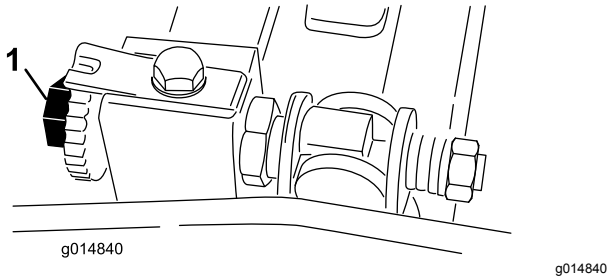

Figuur 52
3. Draai de messenkooi zodanig dat een mes de rand van het ondermes kruist tussen de eerste en de tweede schroefkop van het ondermes aan de rechterkant van de maai-eenheid (Figuur 52).
6. Draai aan de rechter afstelschroef van de ondermesbalk tot u een lichte druk (weerstand) voelt als u de afstandsring heen en weer schuift (Figuur 52).